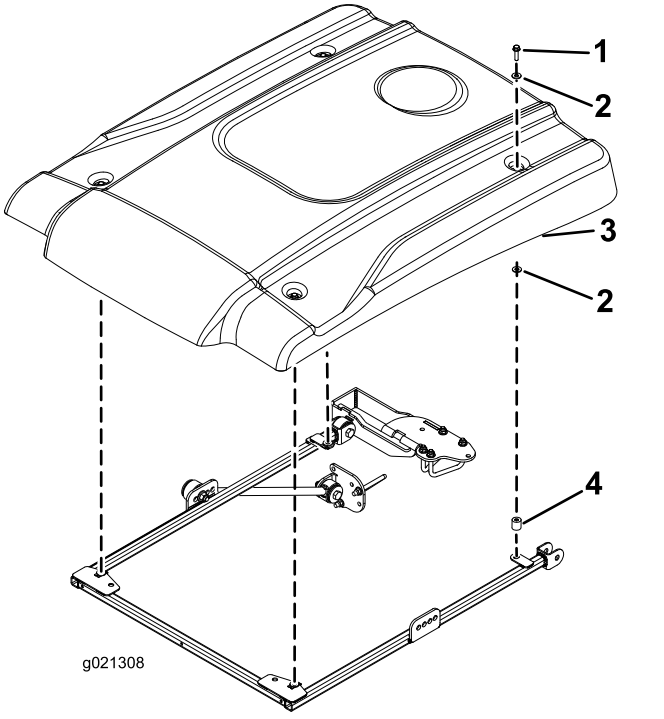

Figure 37
11. While aligning the mounting holes, position the sunshade onto the frame as shown in Figure 37.
12. Loosely mount each corner of the sunshade to the frame with a flange-head bolt (5/16 x 1-1/4 inches) and 2 small washers and a spacer (Figure 37). Position a washer on each side of the sunshade-rubber grommet.